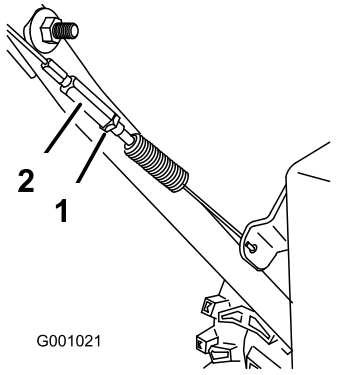

Figur 45
3. Spænd kontramøtrikken (Figur 45).